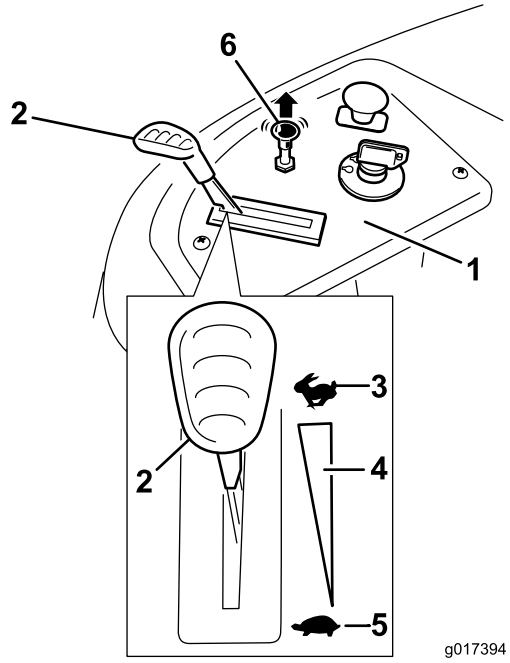

Figuur 13
3. Trek de chokeknop uit voordat u een koude motor start (Figuur 13).
2. Zet vervolgens de gashendel weer op SNEL (Figuur 13).